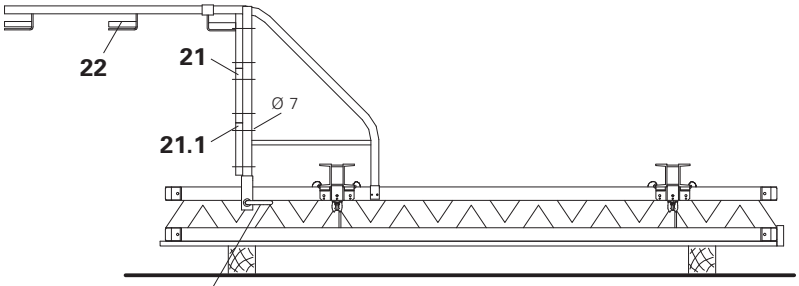
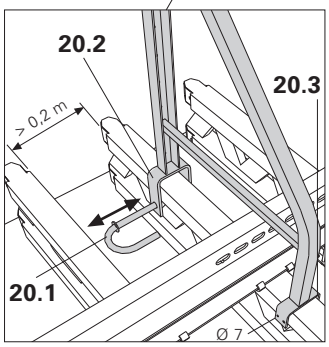

Rys. B2.02
Rys. B2.02.1
2. Wspornik zabezpieczyć sworzniem a uchwyt dolny (20.3) za pomocą gwoździa (Rys. B2.02.1)
3. Przymocować poszycie (21) na całej szerokości podestu za pomocą wkrętów Torx 6 x 40 (21.1) wkręcanych od dołu.
4. Zamontować zabezpieczenie boczne (22) wraz z krawężnikiem i w razie potrzeby poręcz czołową. (Rys. B2.02)